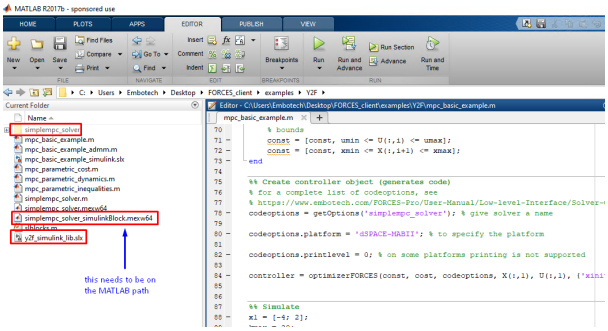

Figure 10.19: Add the folder containing the `.mexw64` solver file to the Matlab path.
4. (Figure 10.19) Make sure the `simplempc_solver_simulinkBlock.mexw64` file (created during code generation) is on the Matlab path.